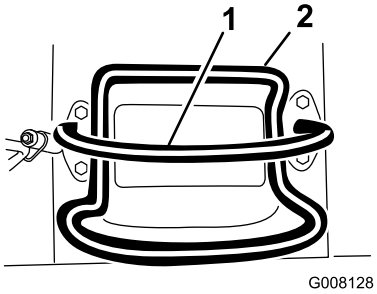
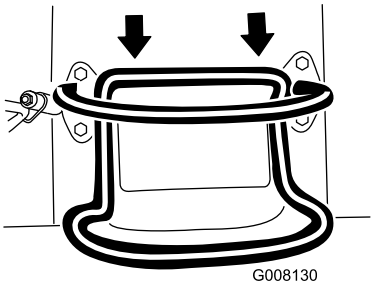

Figur 7
Figur 9
- För drivreglaget bakåt för att köra bakåt (Figur 9). **Titta bakåt när du backar för att upptäcka eventuella hinder och håll händerna på referensstaven (Figur 7).**
- Släpp drivreglaget för att stoppa drivningen (Figur 7).